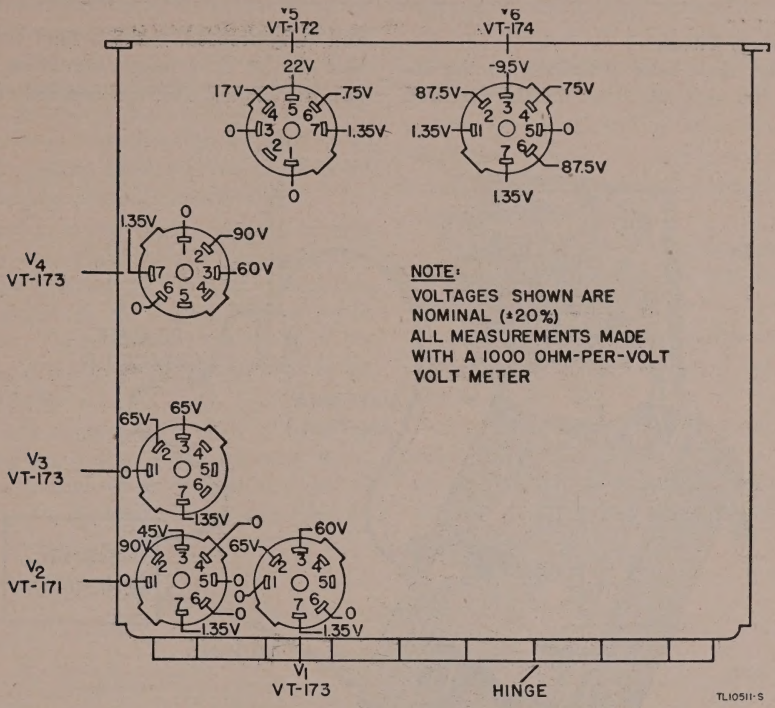

Figure 11. Radio Receiver BC–728–(*), tube socket voltage diagram.
20. Socket Terminal Voltages (fig. 11)